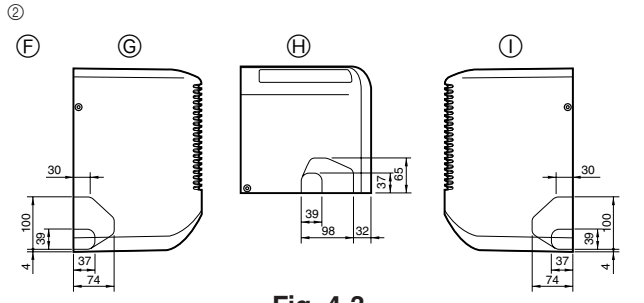

Fig. 4-3
② Выберите расположение пробивных отверстий в корпусе прибора (Fig. 4-3)